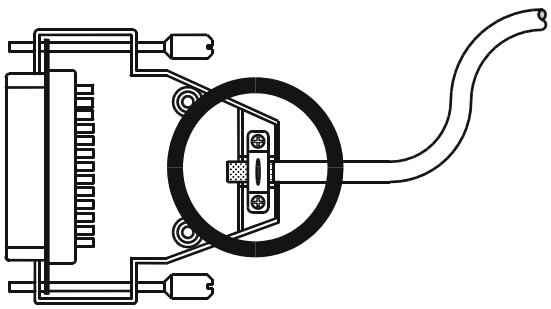

Fig. 3: Shielding of SUB-D connectors in conformity with EMC standards.
- Only use metallized connectors, e.g. SUB-D with metallized housing. Make sure that the strain relief is directly connected with the housing here as well (see Fig. 3).